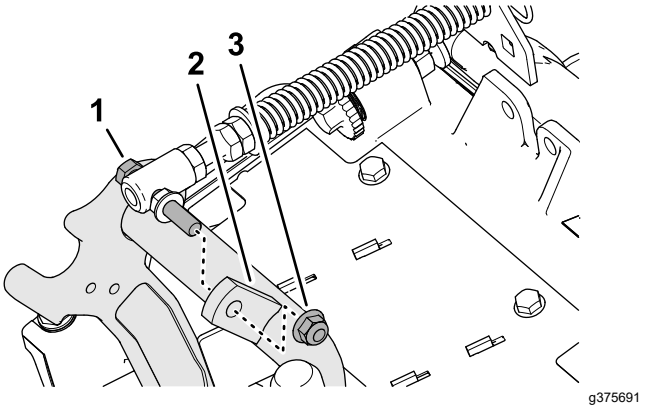

Figur 12
3. Fjern flangelåsemøtrikken (⅜"), der fastgør maskinskruen til græskompensatorfjederen til den højre tap på for bærerammen, og fjern kompensationsfjederen fra klippeenheden (Figur 12).